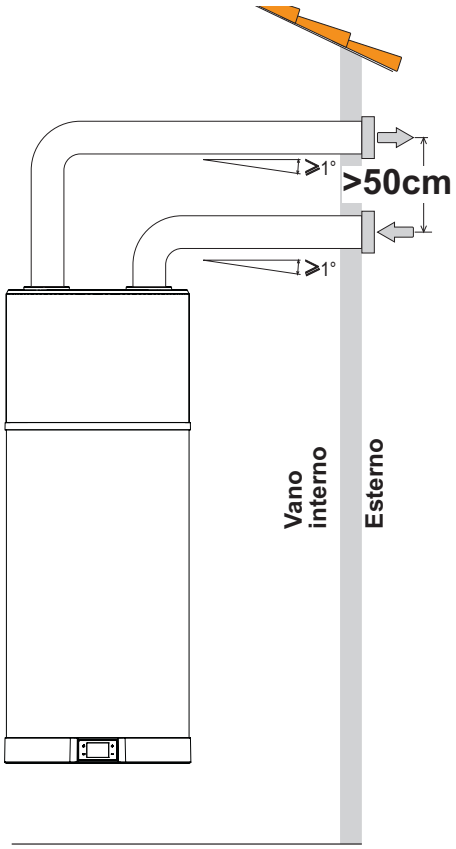

fig. 54 - Ejemplo de conexión de salida de aire
- Realizar un canal de aire dedicado como se indica en la fig. 54.